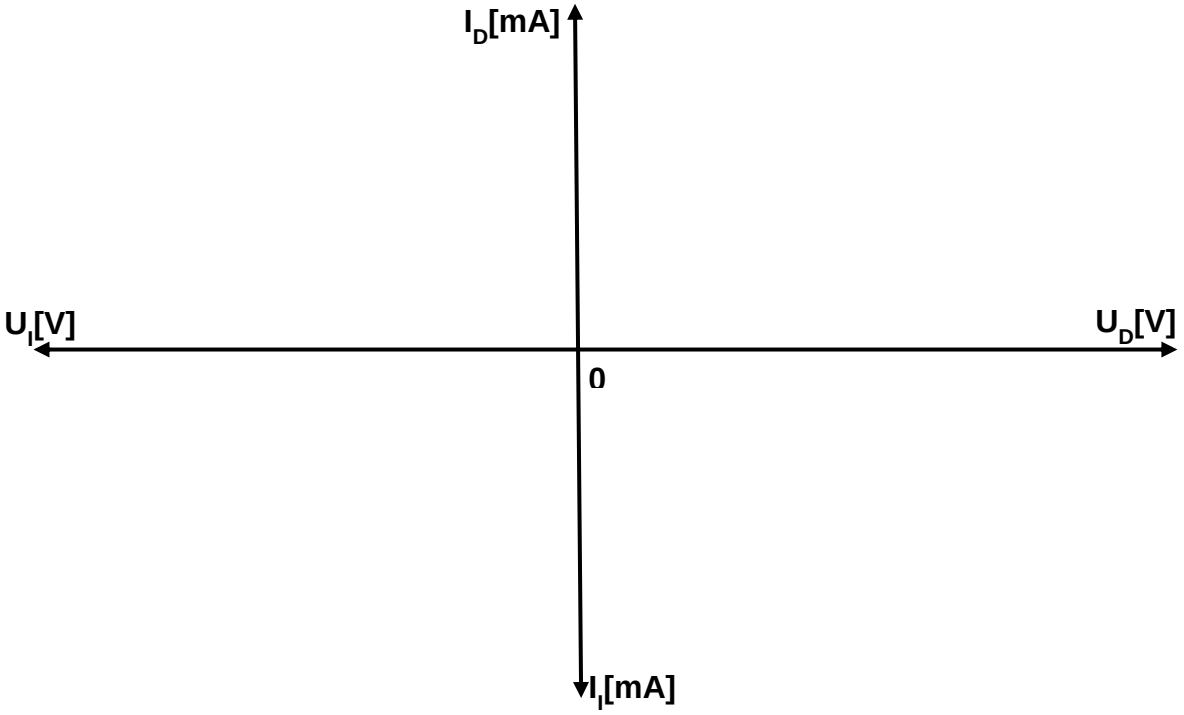

Figura 3.10 Graficul caracteristicii statice directe și inverse a diodei Zener
4. Pe baza datelor din cele două tabele se trasează prin puncte caracteristica statică directă și caracteristica statică inversă a diodei stabilizatoare în sistemul de coordonate reprezentat în **figura 3.10**.